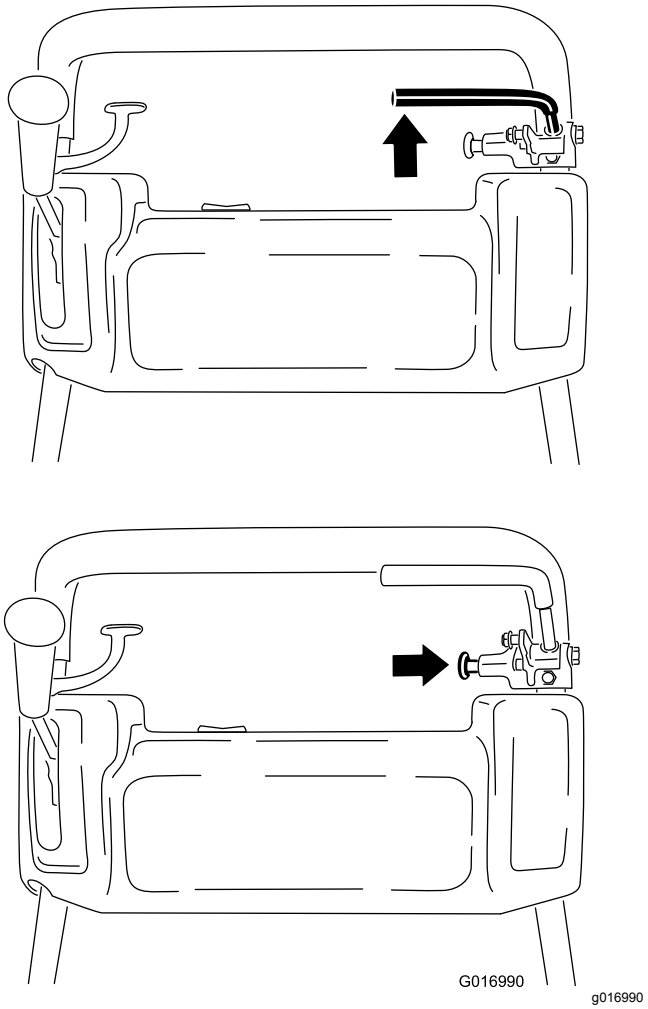

Figur 37
1. Indkobl driftsbremsen, og tryk parkeringsbremseknappen ind, så driftsbremsen kan hvile på parkeringsbremsestiften (Figur 37).